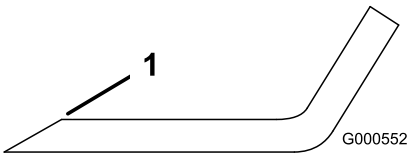
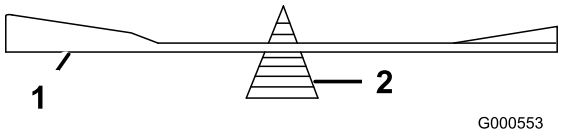

Figuur 55
Figuur 56
1. Gebruik een vijl om de snijranden aan beide uiteinden van het mes te slijpen (Figuur 55). Houd daarbij de oorspronkelijke hoek in stand. Het mes blijft in balans als u van beide snijranden dezelfde hoeveelheid materiaal verwijdert.
2. Controleer de balans van het mes met een mesbalans (Figuur 56). Als het mes horizontaal blijft, is het in balans en geschikt voor gebruik. Als het mes niet in balans is, moet u wat metaal afvijlen van het uiteinde van de vleugel (Figuur 55). Herhaal dit indien nodig totdat het mes in balans is.